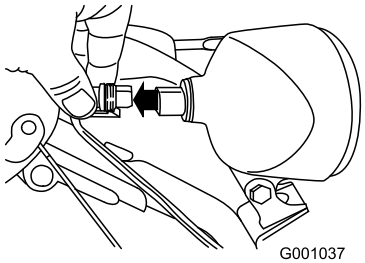

Figur 61
1. Fjern ledningsstikket bag på forlygten (Figur 61).